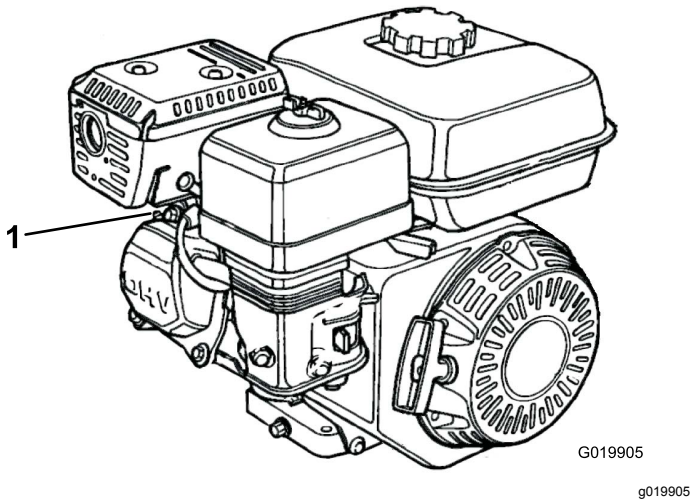

Rysunek 32
1. Odłączyć przewód od świecy zapłonowej (Rysunek 32).